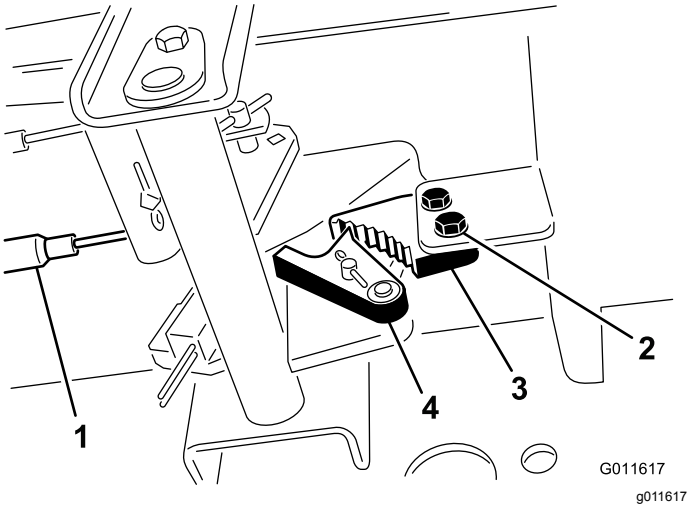

Figuur 99
1. Draai de 2 schroeven los waarmee de pal van de parkeerrem is bevestigd aan het frame (Figuur 99).
2. Trap het pedaal van het parkeerrem naar voren totdat de remvergrendeling de rempal geheel vastgrijpt (Figuur 99).